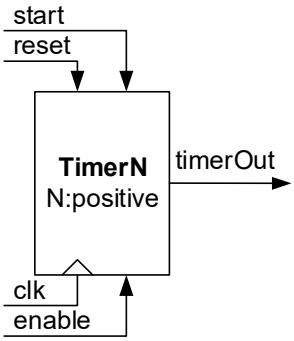

Figura 6 – Interface do módulo ""TimerN".
2. Construa em VHDL um temporizador em que a saída é ativada após o disparo do temporizador e desativada após ter decorrido o intervalo de tempo N×T, com N programável estaticamente e sendo T o período do sinal de relógio aplicado ao temporizador. A interface do temporizador é apresentada na Figura 6. O registo de contagem deve ser de 32 bits (baseado no tipo de dados **`integer`** em VHDL).